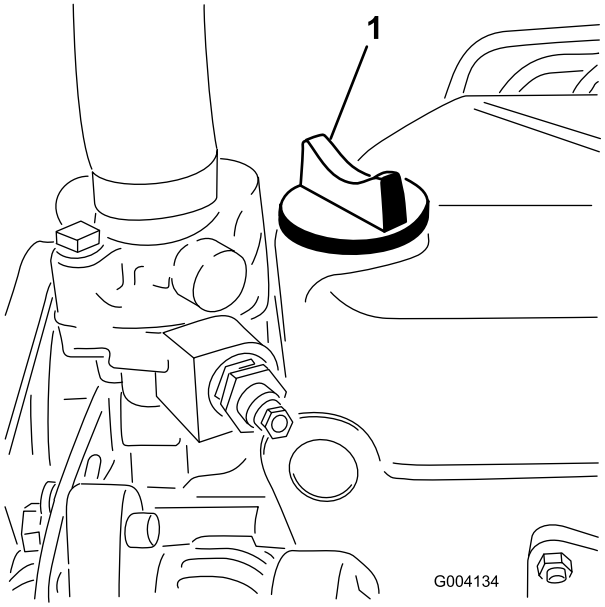

Figur 27
5. Hvis olieniveauet er under Full-mærket, skal du fjerne påfyldningsdækslet (Figur 27) og fylde olie på, indtil niveauet når Full-mærket på målepinden. **Fyld ikke for meget på.**